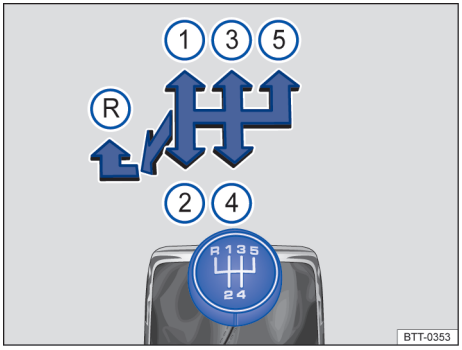

图 102 5 档手动变速箱档位示意图。
- 停顿数秒钟后下压换档杆，然后往左推到底，再将换档杆向前推至换档手柄上所示的倒档位置⇒图 102 Ⓡ